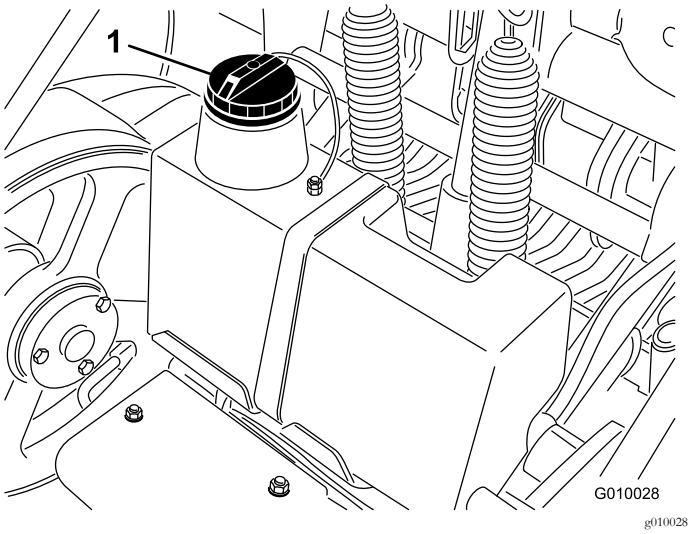

Figur 18
3. Rengjør rundt påfyllingshalsen og lokket på tanken for hydraulisk olje (Figur 18). Ta lokket av påfyllingshalsen.